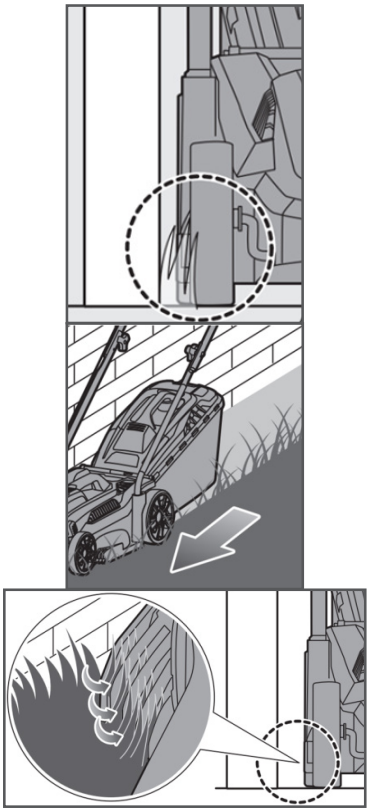

Рис. 13 Положение газонокосилки при кошении у стены.
9. Будьте осторожны при кошении травы у таких препятствий, как ограждение, стена и т.п. Защитные выступы на корпусе газонокосилки позволяют сделать это аккуратно (Рис. 13).
2. Поверните газонокосилку на бок и щеткой с мягкой щетиной очистите нож и внутренню поверхность деки (Рис. 13).